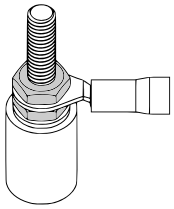

Рисунок 4.1 – Подключение соединительных проводов
8. Подключить соединительные провода к контактам в коммутационной головке или к выводам кабеля датчика (см. рисунок 4.1). Схемы внутренних соединений проводников приведены в приложении Д .
Во время проверки подключения соединительных проводов следует убедиться, что затянута нижняя и верхняя гайка (см. рисунок 4.1).